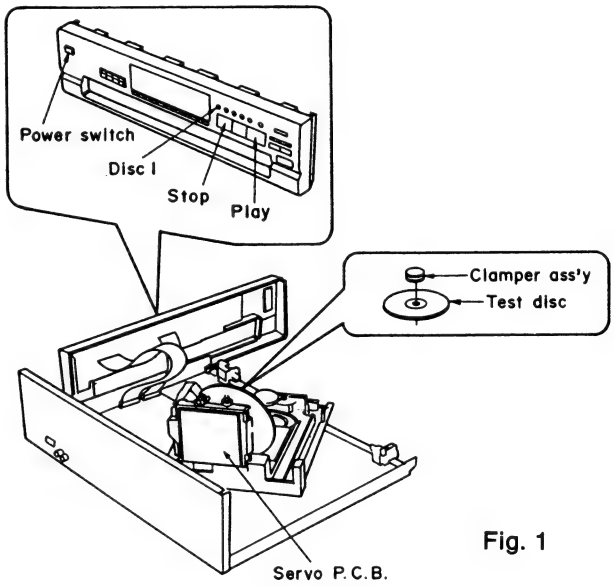

Fig. 1
6. Place the test disc and secure it by using clamper ass'y. (Refer to Fig. 1)